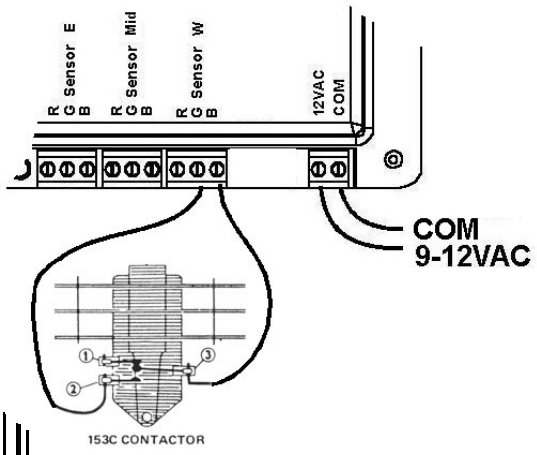

FIGURE 4
1) Create sections of isolated rail as shown in Figure 2 or 3. They should be longer than the length of your trolley. The EAST/WEST end sensors (isolated rails are shown) are necessary for point to point operation and the MID sensor is optional. With Lionel track isolated rail is difficult, because each metal tie connects the outside rails together. If you are using Lionel type track, then DZ-1210 Sensors, DZ-1011 Block signal/sensors , or Lionel contactors may be used. (Wiring for these options is shown in Figures 4 & 5.)